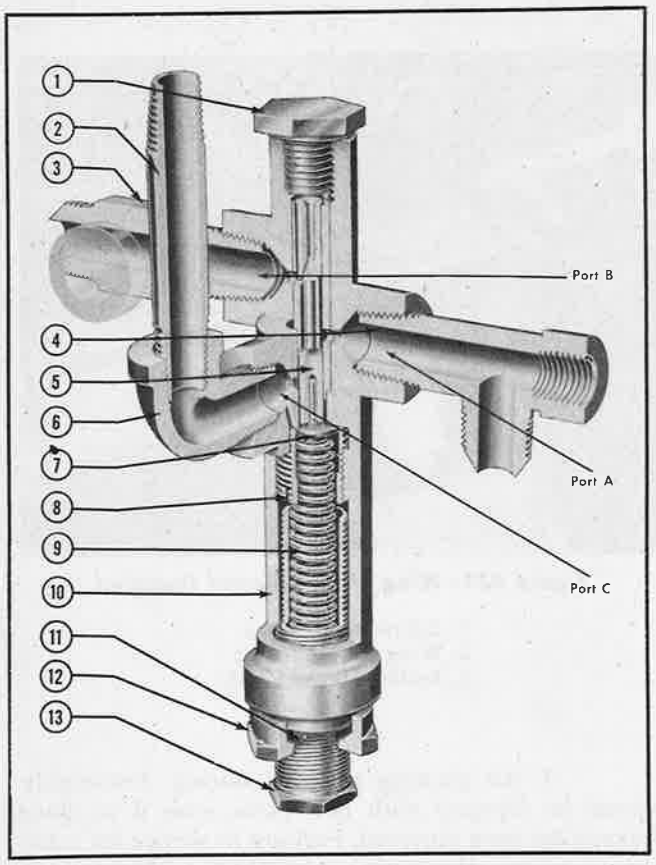

Figure 432—Wing Flap Relief Valve Assembly
(See figure 432.)
2. DISASSEMBLY.—Do not attempt to disassemble the wing flap relief valve in the field. Refer to figure 432 when it is necessary to disassemble the valve.
1. Install 1000 psi fluid pressure gage at port A (figure 432).
2. Apply 800 psi at port B (figure 432).
3. Adjust the spring by turning the bottom plug (figure 432) so that 485 + 10 − 0 psi is indicated on the gage at port A. Fluid should flow at port C. The valve piston must reseat at 350 psi minimum pressure at port A.
(e) TESTS BEFORE INSTALLATION.—Refer to figure 432 for fluid leak tests of the wing flap relief valve.
1. ASSEMBLY.—Be sure all parts are clean before assembly. Refer to figure 432 when assembling the wing flap relief valve.
4. When repairs have been completed, assemble the wing flap relief valve and test for fluid leaks as outlined in figure 432.
(5) ORIFICE CHECK VALVE.